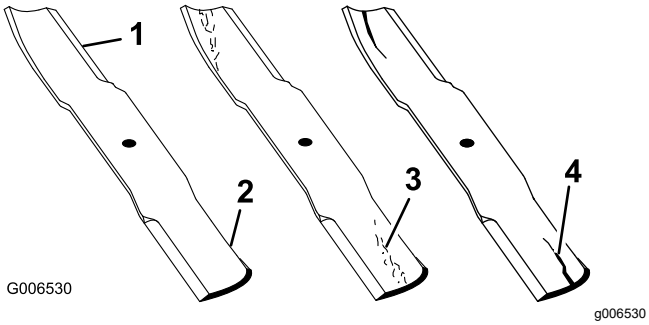

Figuur 58
1. Controleer de snijranden (Figuur 58).
4. Als u scheuren, slijtage of groefvorming in dit deel constateert, moet u direct een nieuw mes monteren (Figuur 58).